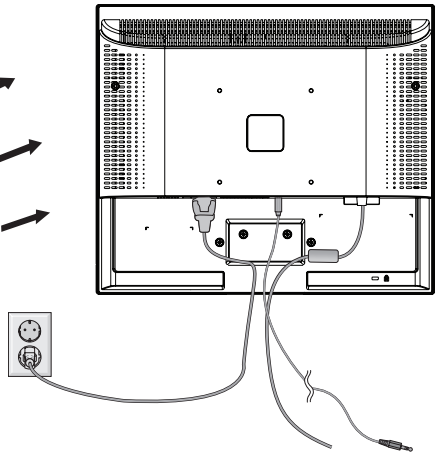

Figure R.3
4. Connect the AC cord to the back of the monitor (**Figure R.3**).